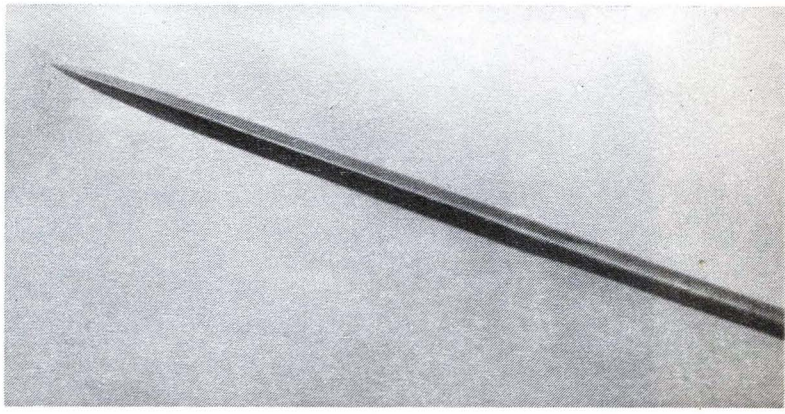

Bild 6 ▲
– verschiedene Nadel- und Schlüsselfeilen, eine Dreikantfeile wird sehr schlank als Dreikantschaber angeschliffen (Bild 6),